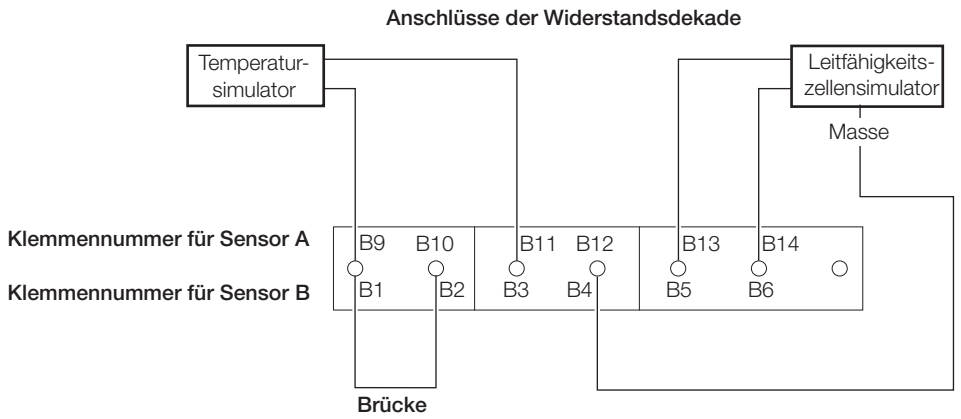

Abb. 7.1 Anschlussverbindungen und Widerstandsdekaden-Anschlüsse am Analysator
b) Sensor A: – Fig 7.1:
Sensor B (nur bei Dual-Leitfähigkeitseingang): – Fig 7.1: